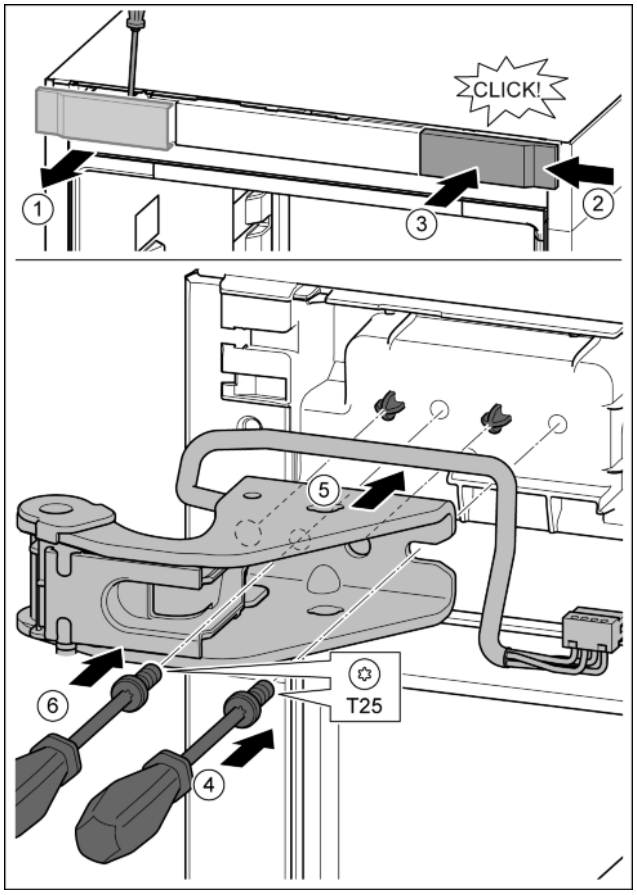

Fig. 27
▶ Undo the cover with a screwdriver and remove sideways. *Fig. 27 (1)*
▶ Rotate the cover 180° and clip onto the other side from the right. *Fig. 27 (2)*
▶ Click the cover into place. *Fig. 27 (3)*
▶ Position the screw with a T25 screwdriver. *Fig. 27 (4)*
▶ Position the upper bearing bracket. *Fig. 27 (5)*
▶ Tighten the screw. *Fig. 27 (4)*
▶ Insert the screw with a T25 screwdriver and tighten. *Fig. 27 (6)*